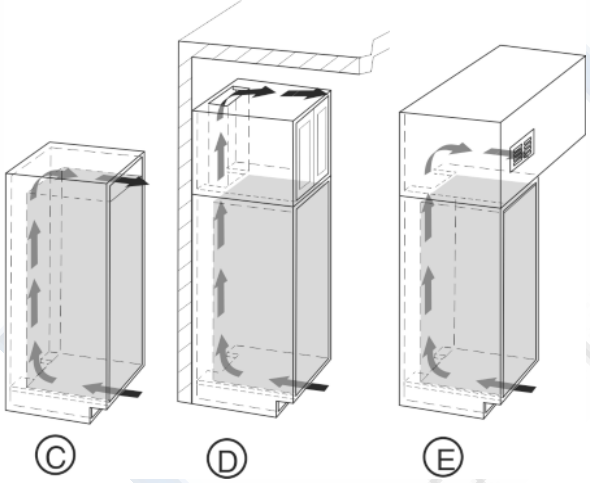

Fig. 4
- Верхняя площадь вентиляционного отверстия может быть выполнена или непосредственно над устройством и снабжена вентиляционной решеткой *Fig. 4 (C)*, находиться рядом с крышкой над мебелью *Fig. 4 (D)*, или иметь вид вентиляционного отверстия в промежуточном перекрытии *Fig. 4 (E)*.